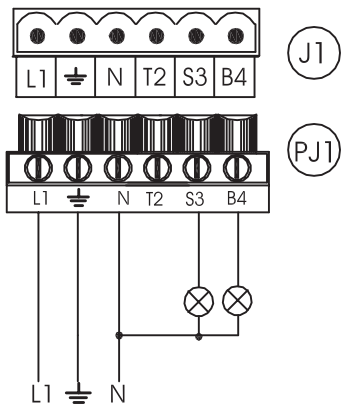

Rys. 8.15
* **UWAGA!! W przypadku podłączenia palnika z urządzeniem E82 do płytki elektrycznej innej niż typu CE/A, należy dokonać podłączenia bez resetu (T2). Z urządzeniem E82 (fig. 8.15)l Reset sterownika E82 odbywa się poprzez wyłączenie i włączenie zasilania elektrycznego.**